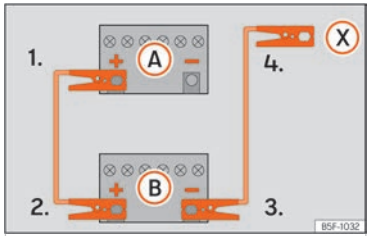

Fig. 195 Esquema de connexió per a vehicles sense sistema Start Stop.
2. Emborneu un extrem del cable *vermell* d'emergència al pol positiu (+) del vehicle amb la bateria descarregada (A).
3. Emborneu l'altre extrem del cable *vermell* d'emergència al pol positiu (+) del vehicle que subministra el corrent (B).
4. *Vehicles sense sistema Start-Stop:* emborneu un extrem del cable negre d'emergència al pol negatiu (−) del vehicle que subministra el corrent (B) ››› fig. 195.